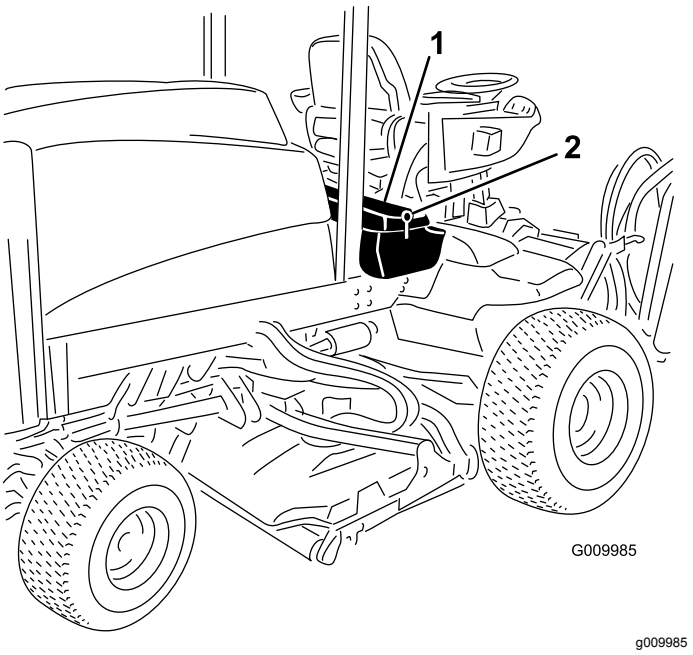

Figur 74
1. Lås operatørens konsolpanel op, og løft det op (Figur 74).